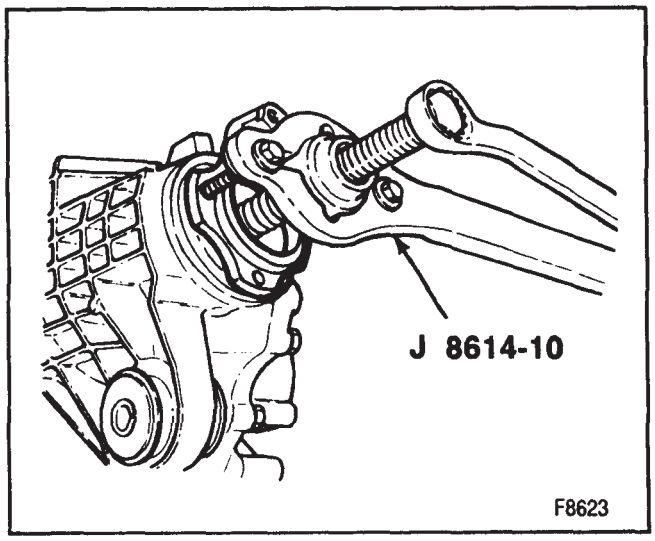

Figure 19—Removing the Pinion Flange
4. Pinion flange using J 8614-01 (figure 19).
4. Pinion flange (44) (figure 19).
5. Pinion oil seal (42) by driving it out of the carrier with a blunt punch or drift.